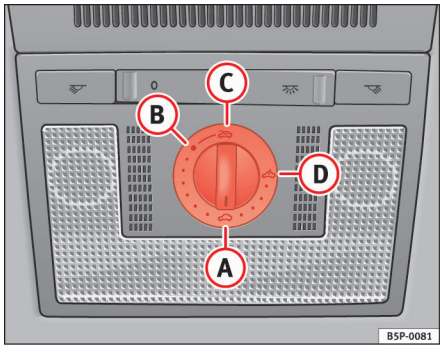

Fig. 69 Udsnit af loftet: drejekontakt til skyde-/vippetag
Hvis skyde-/vippetaget er blevet åbnet flere gange i træk af kraftbegrænsningen, kan du lukke det ved at trykke drejekontakten fremad i position (A) ⇒ fig. 69, indtil skyde-/vippetaget er helt lukket. **Du skal dog være opmærksom på, at skyde-/vippetaget nu lukkes uden kraftbegrænsning.**